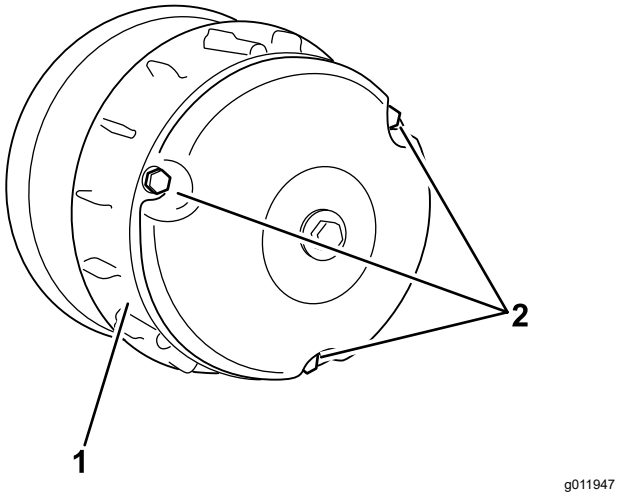

Figur 64
2. Afmonter de 3 bolte, der fastgør dækslet til koblingen, og afmonter dækslet (Figur 64).
4. Monter koblingens dæksel, og fastgør det med de 3 bolte (Figur 64), du fjernede i 2.